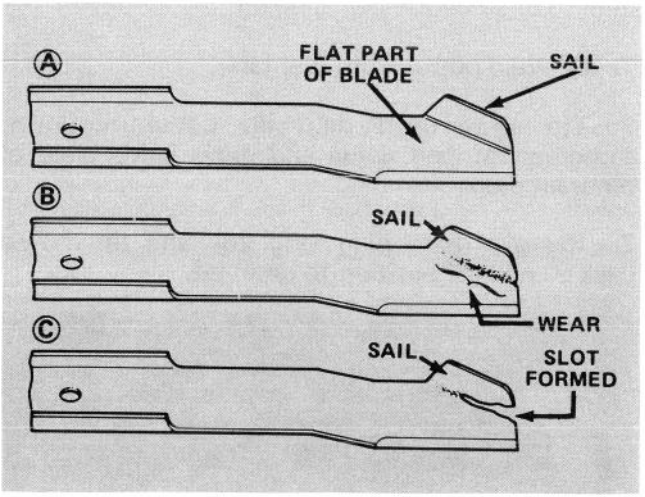

Figure 30
3. Examine cutting ends of the blade carefully; sharpen or replace as needed (Fig. 30).